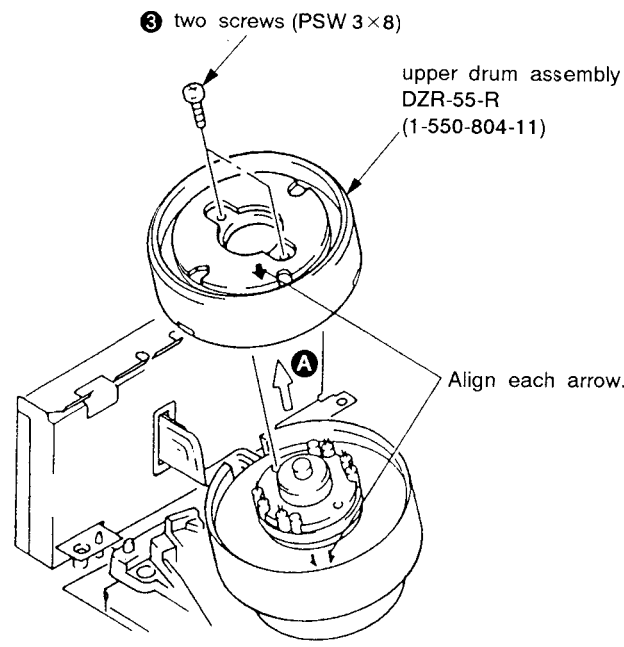

Fig. 5.
3) Remove two screws ❹ (PSW 3×8) and take out the rotary upper drum in the arrow direction Ⓐ. (See Fig. 5.)
2) Mount the rotary upper drum board by aligning marked ➡ with marked ⇒ of rotary transformer board (lower drum) so that the screw holes of both upper and lower drums match. (See Fig. 5.)
4) Tighten two screws ❸ (PSW 3×8). (See Fig. 5.)